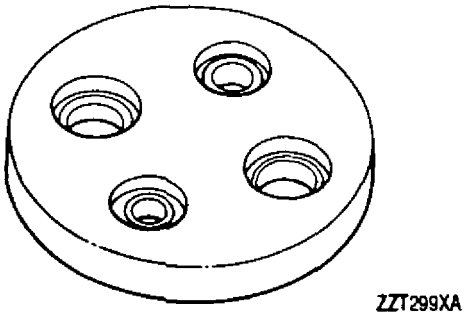

Figure 11. 6796211 Accessories Bearings Installation Plate
b. Press bearings (46) on shaft of speed sensitive valve shaftgear (45), using 6796211 installation plate (figure 11) and 6796590 drift. Position bearings with trade marks facing front and rear of shaft.